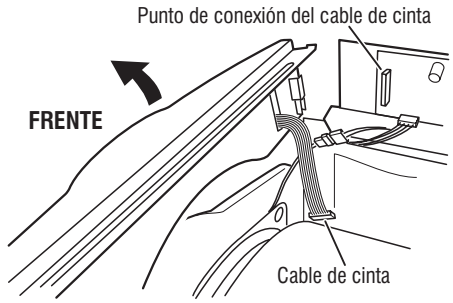

Figura 18 *Gire el ensamble hacia arriba para lograr acceso a los componentes electrónicos de la consola.*
1. Siga los pasos 1 y 2 en Acceso y remoción de los ensambles electrónicos, en la página 7, luego desconecte los cables de cinta que van entre la consola y el tablero de control de la máquina. Haga la desconexión en el lado del control de la máquina. Retire los dos tornillos que fijan el ensamble de la consola a la secadora. Luego retire el ensamble de la consola, deslizándolo hacia arriba y fuera del frente de la máquina. Vea la figura 18.